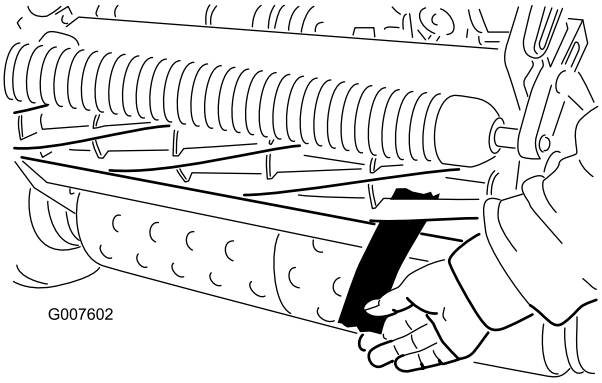

Figur 47
12. Test klippeegenskapene ved å legge inn en lang remse med testpapir loddrett til motstålet mellom spolen og motstålet (Figur 47). Drei spolen sakte fremover, slik at det klipper papiret.